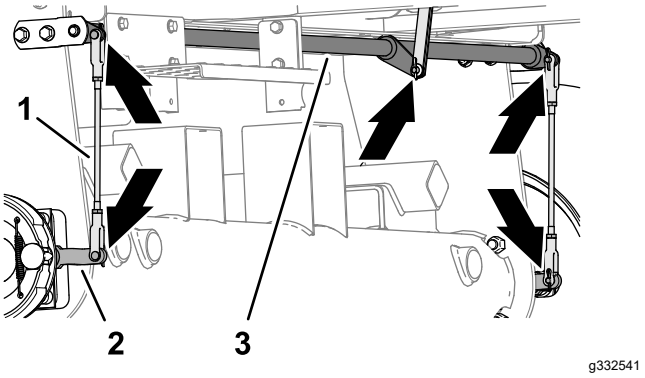

Figure 71
1. Vérifiez l'état et l'usure des tiges de frein gauche et droite (Figure 71).
2. Vérifiez l'état et l'usure de l'axe de pivot de frein (Figure 71).